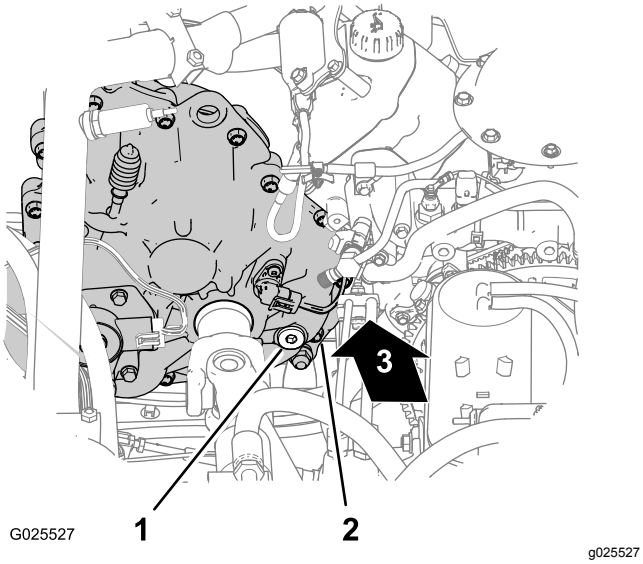
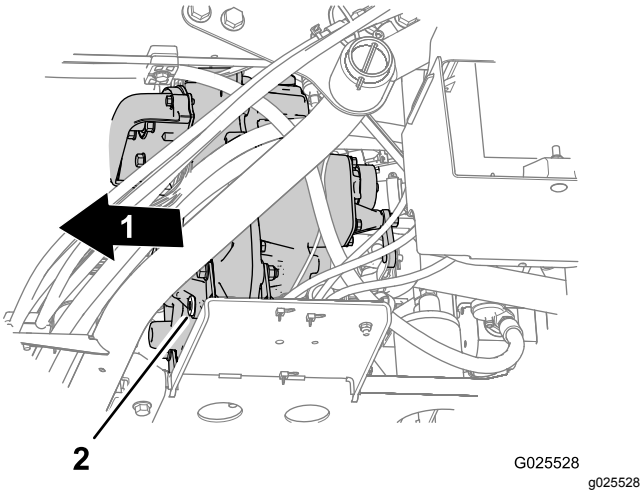

**Figur 58**
**Figur 59**
2. Finn påfyllingspluggen nederst på innsiden av girkassen og tappepluggen foran på utsiden av girkassen (Figur 58 og Figur 59).
3. Fjern påfyllingspluggen fra påfyllingsåpningen ved å rotere pluggen mot klokken og ta den ut av girkassen (Figur 58).
4. Plasser tappefatet under tappepluggen (Figur 59).
5. Fjern tappepluggen fra tappeåpningen ved å rotere pluggen mot klokken og ta den ut av girkassen (Figur 59).
6. Sett på plass tappepluggen (Figur 59).
7. Fyll 700 ml med Dexron VI-girolje på girkassen gjennom påfyllingsåpningen (Figur 58).
8. Sett påfyllingspluggen på plass igjen (Figur 58).